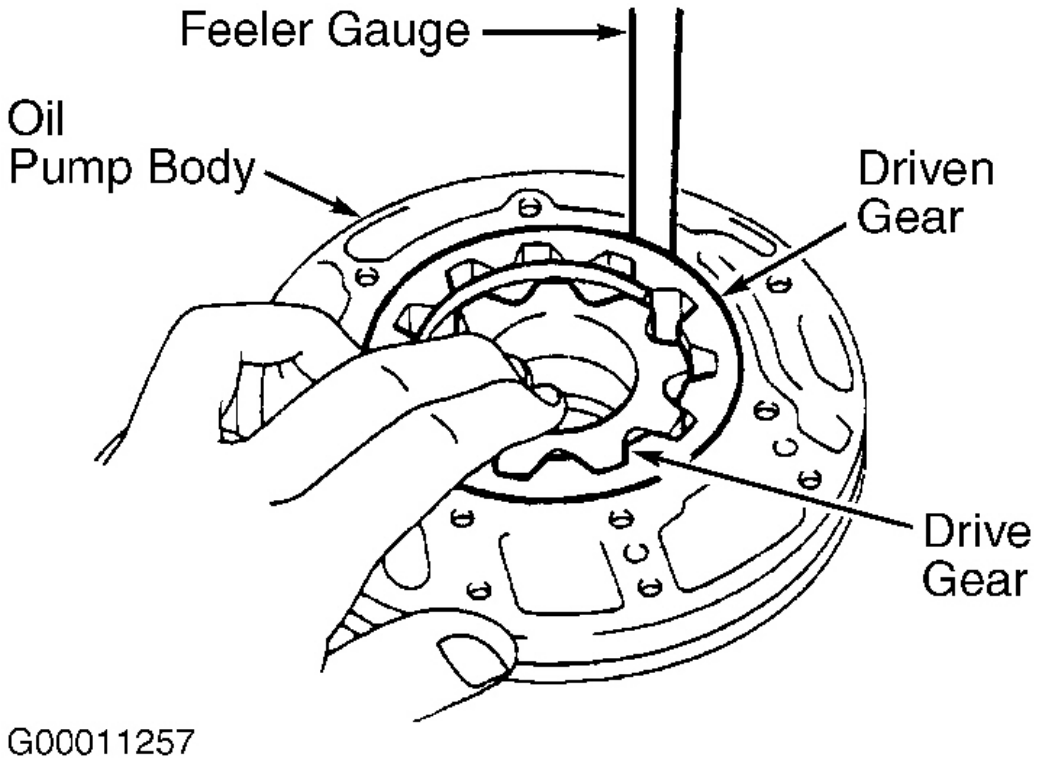

Fig. 32: Checking Oil Pump Driven Gear Clearance
1. Check body clearance of driven gear. Push driven gear to one side of body. Using a feeler gauge, measure clearance. See **Fig. 32**. Body clearance should be .003-.006" (.07-.15 mm). Maximum body clearance is .012" (.30 mm). If body clearance exceeds specification, replace oil pump body.